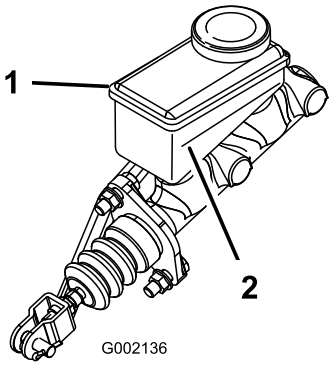

**Figur 65**
5. Kig på omridset af væskestanden på siden af beholderen (Figur 65).
B. Fyld DOT 3-bremsevæske i beholderen, indtil væskestanden er over minimumslinjen (Figur 65).